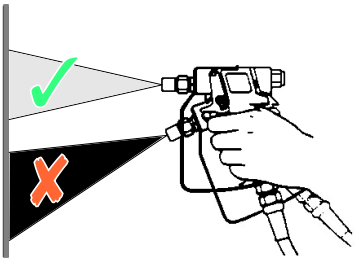

fig. 11: Unghi de stropire
- Ţineţi pistolul de stropire în unghi drept (90°), îndreptat către suprafaţa de acoperit. În cazul în care ţineţi pistolul de stropire într-un alt unghi, acoperirea este neuniformă şi pătată (vezi fig. 11).